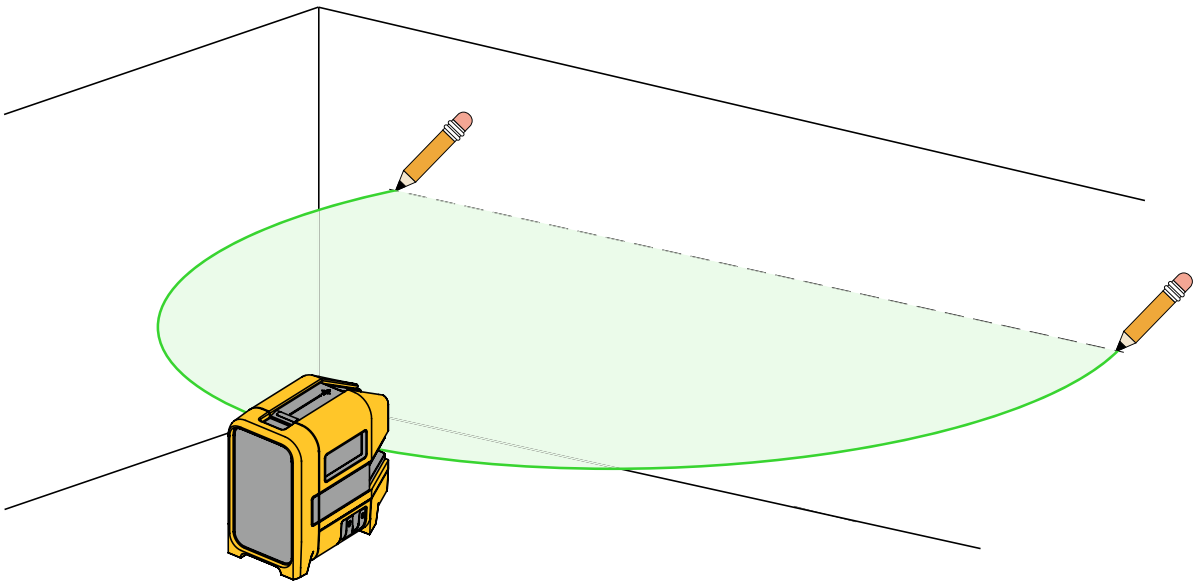

Rysunek 2. Nowe wyrównanie w poziomie lub ukośne
2. Włącz laser poziomy i skieruj laser na powierzchnię docelową. Patrz Rysunek 2.